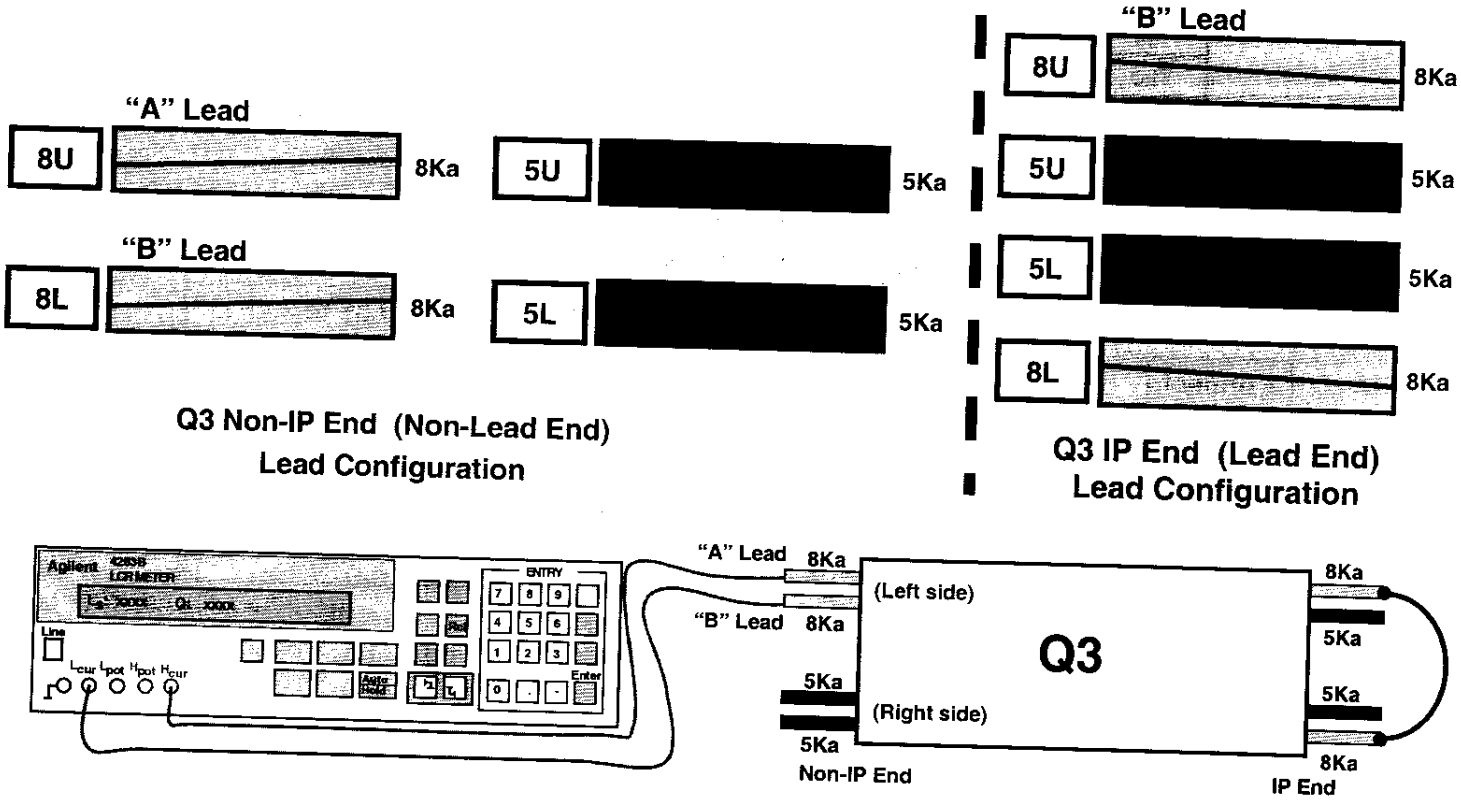

Figure 25.1-B
6. Connect H_{cur} to "A" power lead as shown in figure 25.1-B
7. Connect L_{cur} to "B" power lead as shown in figure 25.1-B.